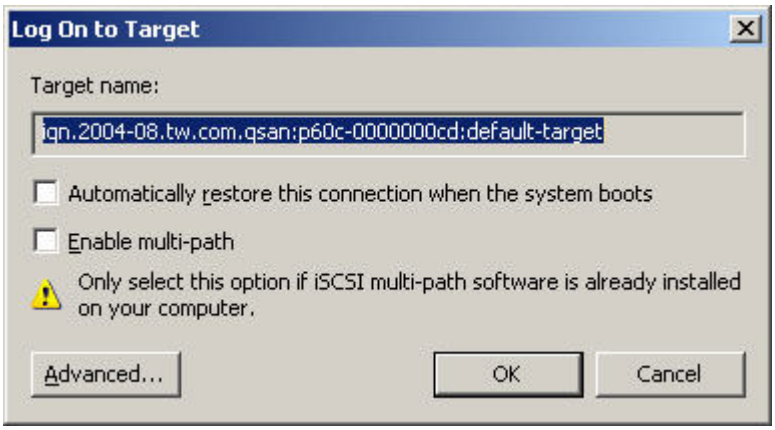

Figure D.5
6. Click **"Log On"**. Please see Figure D.5. Check **"Enable multi-path"** if running MPIO.